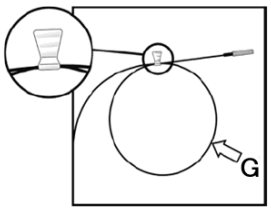

図 3
3) ルーパのアームを押し下げて、ハイポチューブ(図 3 の G)保持用のクリップ部分を開く。